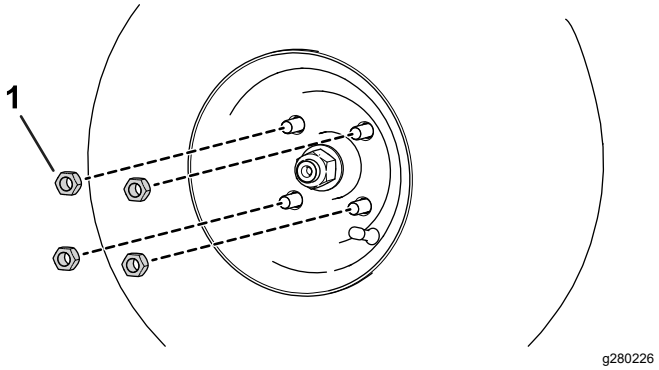

Figure 60
A. Desserrez et retirez les écrous de roue (Figure 60).
B. Installez les écrous de roue (Figure 60).